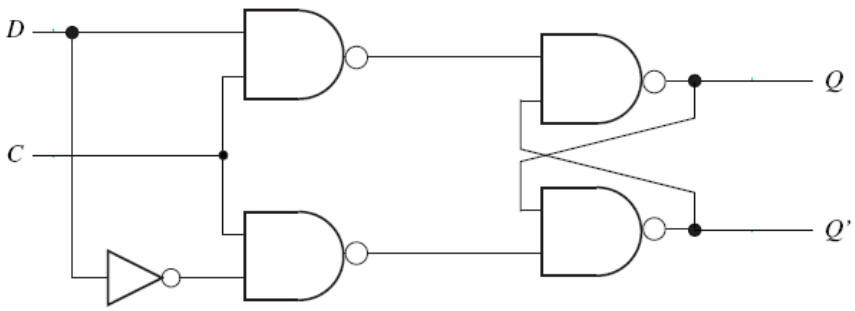

Figure 2.
2. Modify the basic RS latch into a D latch by adding the steering gates and the inverter shown in Fig.2. Connect the D input to the pulse generator of the CADET and set it at 1 Hz.